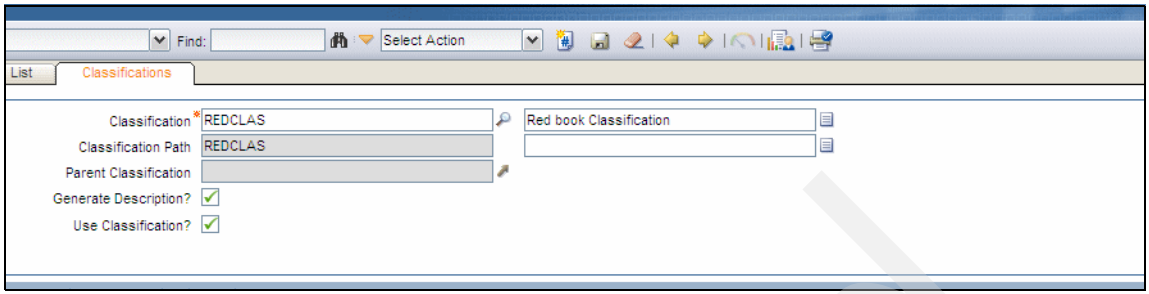

Figure 3-33 Classifications
1. In the Classifications (SP) application, create a new classification, as shown in Figure 3-33 on page 51, and verify that the Global mark option is selected as default.